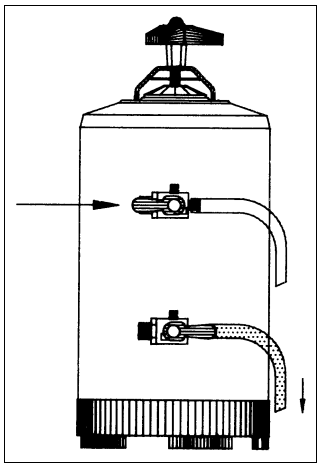

Рис.3
3. **См.рис.3.** Удалите остатки поваренной соли и смолы с прокладки крышки умягчителя. Установите крышку на место и заверните маховик G.